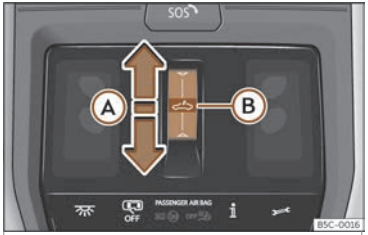

Fig. 90 En el revestiment interior del sostre:tecla del sostre de vidre.
- Moviment automàtic: feu lliscar el dit cap enrere sobre l'àrea funcional ⌓ >>> **fig. 90** Ⓐ.
- Abans que transcorrin aprox. 5 segons des de l'activació de la funció antiatrapament, feu lliscar el dit cap endavant sobre l'àrea funcional fig. 90 Ⓐ i mantingueu-la pressionada fins que el sostre es tanqui completament.